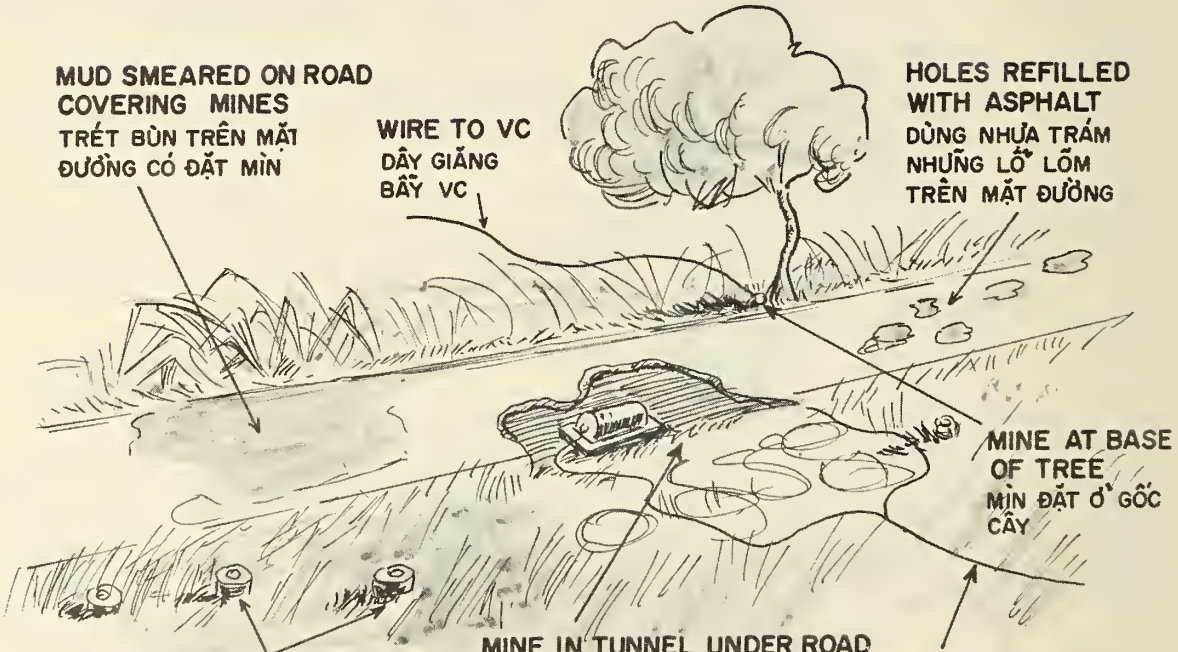

Figure 6
4. METHODS OF EMPLOYMENT ON HARD SURFACED ROADS (figure 6).